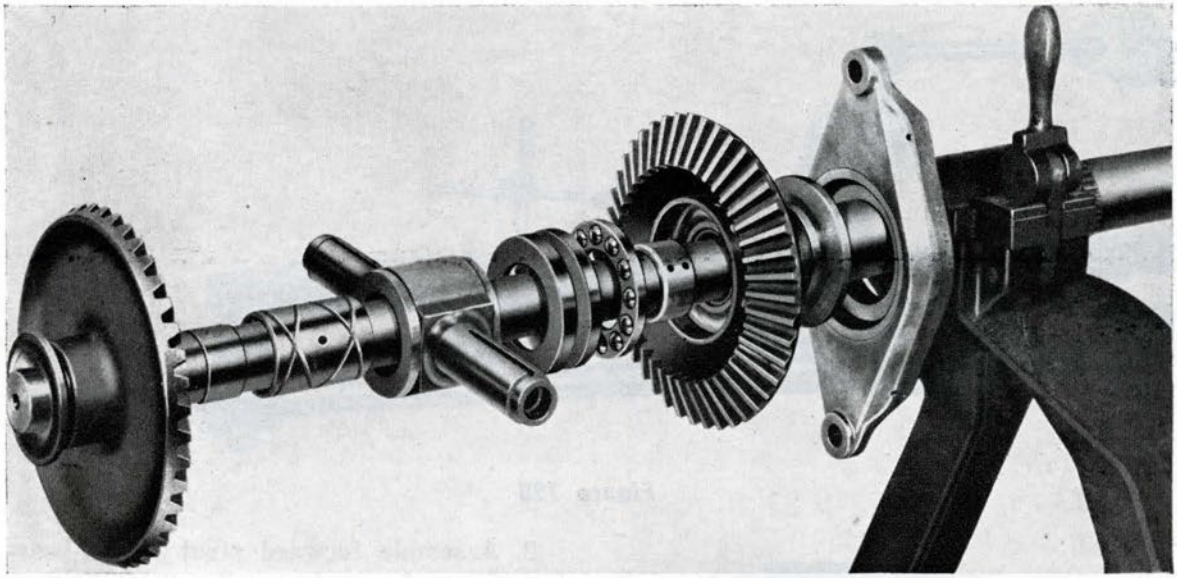

Figure 193
4. Assemble parts on after propeller shaft in the following order (Fig. 193):
5. Slide after propeller shaft assembly into forward propeller shaft (Fig. 193). Make certain that bearing washer is properly lined up.